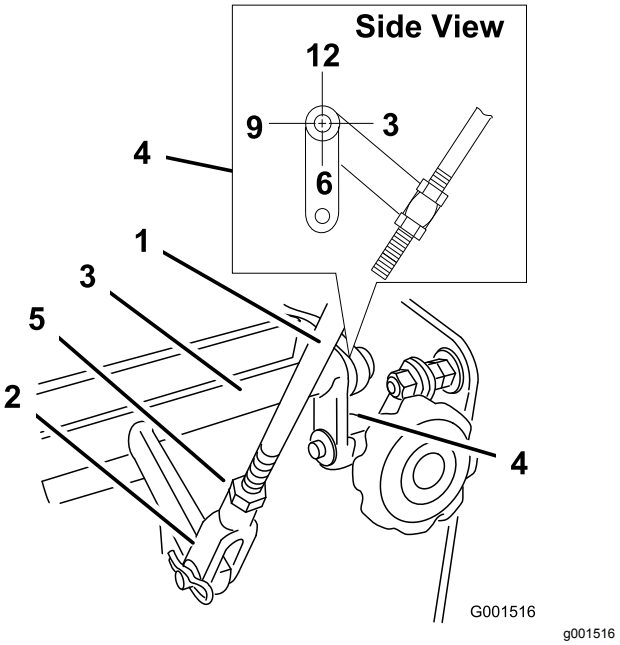

Figur 32
4. Kontroller retningen af tapperne på enderne af hastighedskontrol-krumtappen. Sørg for, at disse tapper peger omtrent lige nedad mod positionen klokken 6 (Figur 32).
5. Juster den gevindskårne gaffel nederst på hastighedskontrollens ledforbindelse, indtil tapperne befinder sig i positionen klokken 6 (Figur 32).